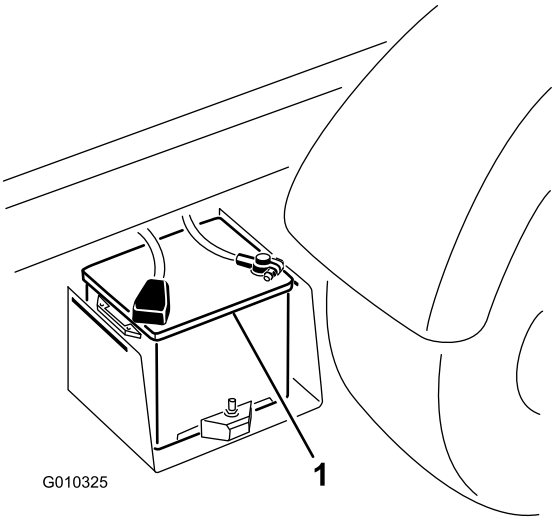

Figur 50
2. Koble de to batterienes positive poler til hverandre med en startkabel (Figur 50).